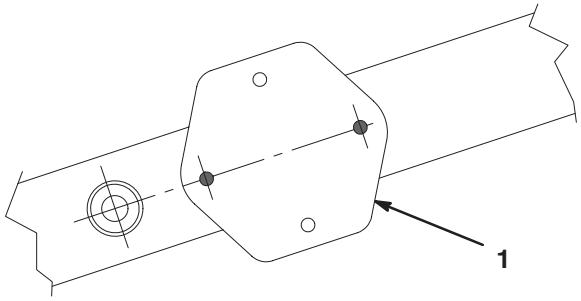

Figure 4
5. Position the hose bracket on the frame, aligning the rear hole of the bracket with the drilled hole in the frame (Fig. 4). Using the bracket as a template, locate, mark, and drill another 9/32 in. dia. hole through one wall of the frame tube.